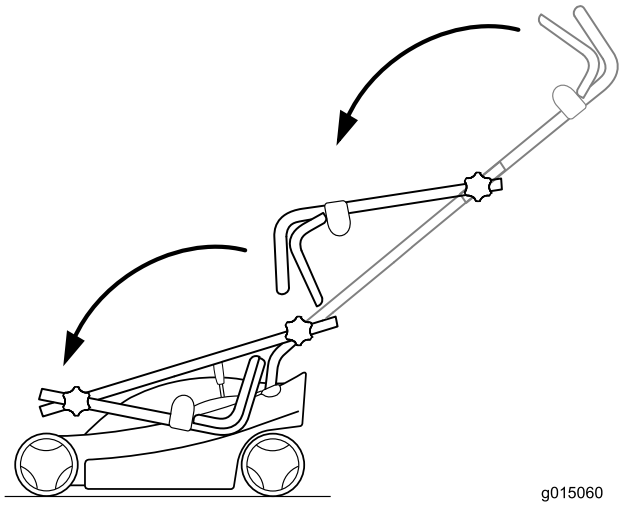
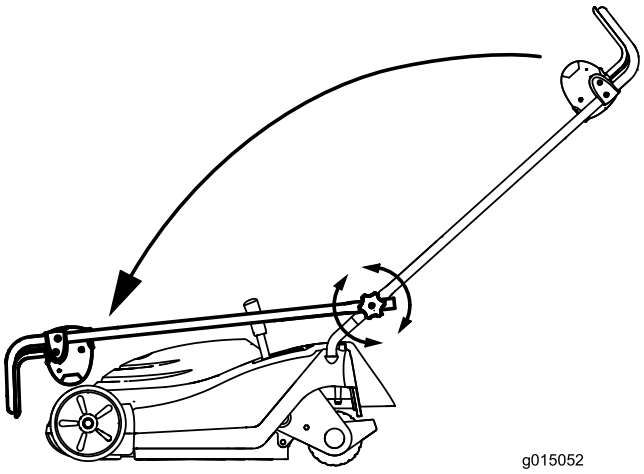

Figure 19
Figure 20
3. Fold the handle as shown in Figure 19 and Figure 20, depending on your model.